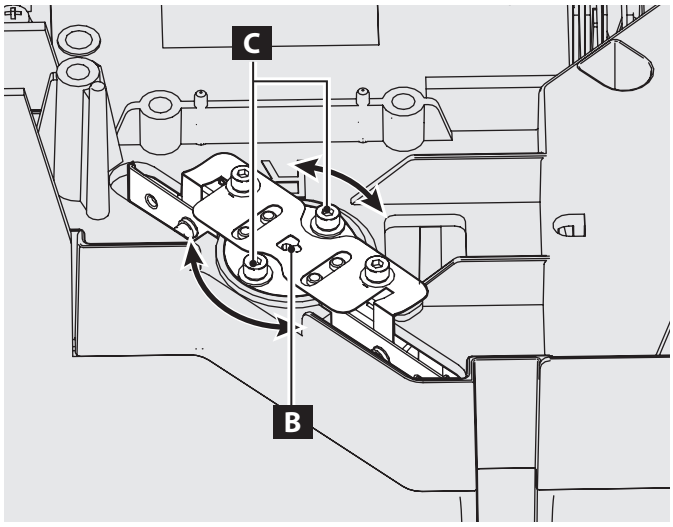

Fig.2-2
2) To adjust theleft of the color edge as shown in **Fig.2-2**, loosen 2 screws **C**, and move the **slot-B** by using a slot screwdriver.